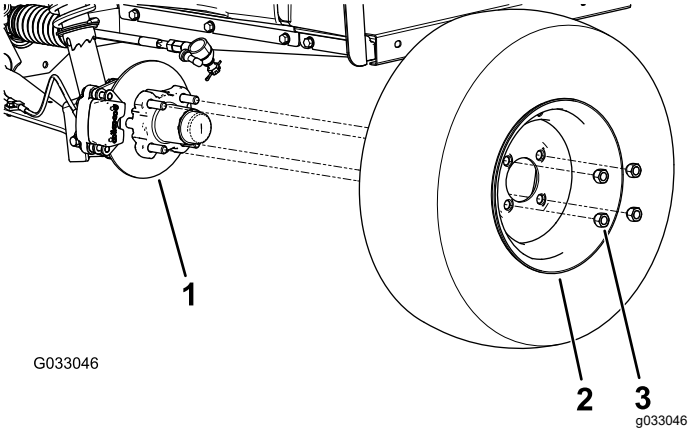

Figur 23
2. Ta bort de fyra hjulmuttrar som håller fast hjulet vid navet (Figur 23).
4. Rikta in hålen i hjulet med tapparna i navet, och montera hjulet på navet med ventilskaftet utåt (Figur 23).
5. Fäst hjulet vid navet med hjulmuttrarna (Figur 23).